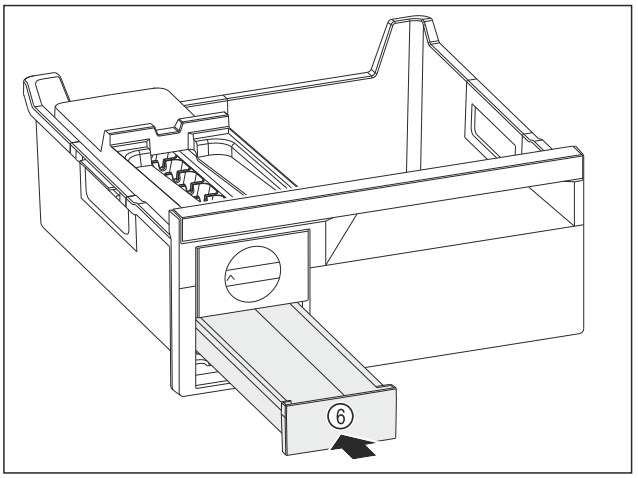

Fig. 187
▶ IJsblokjesvak *Fig. 187 (6)* inschuiven.